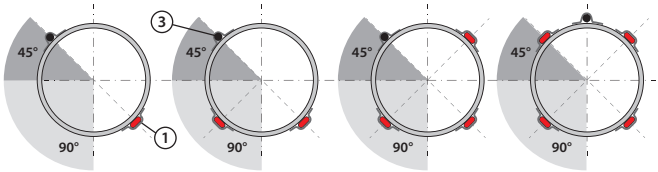

Rys. 2
5. Linie proste i czujnik należy zamontować w sposób przedstawiony na rys. 2. Linie skręcone należy przymocować tak, jak pokazano co około 1 m rury za pomocą taśmy aluminiowej.